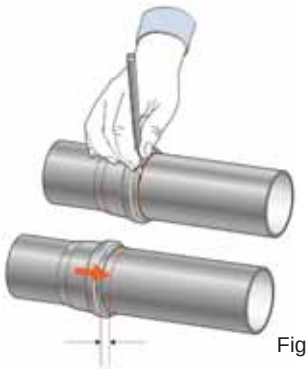

Fig.3
4) Innestare il tubo / raccordo fino alla battuta del bicchiere; quindi sfilarlo di 10mm (Fig.3).
4) Insert the pipe up to the abutment of the socket; then slide it out 10 mm (Fig.3).